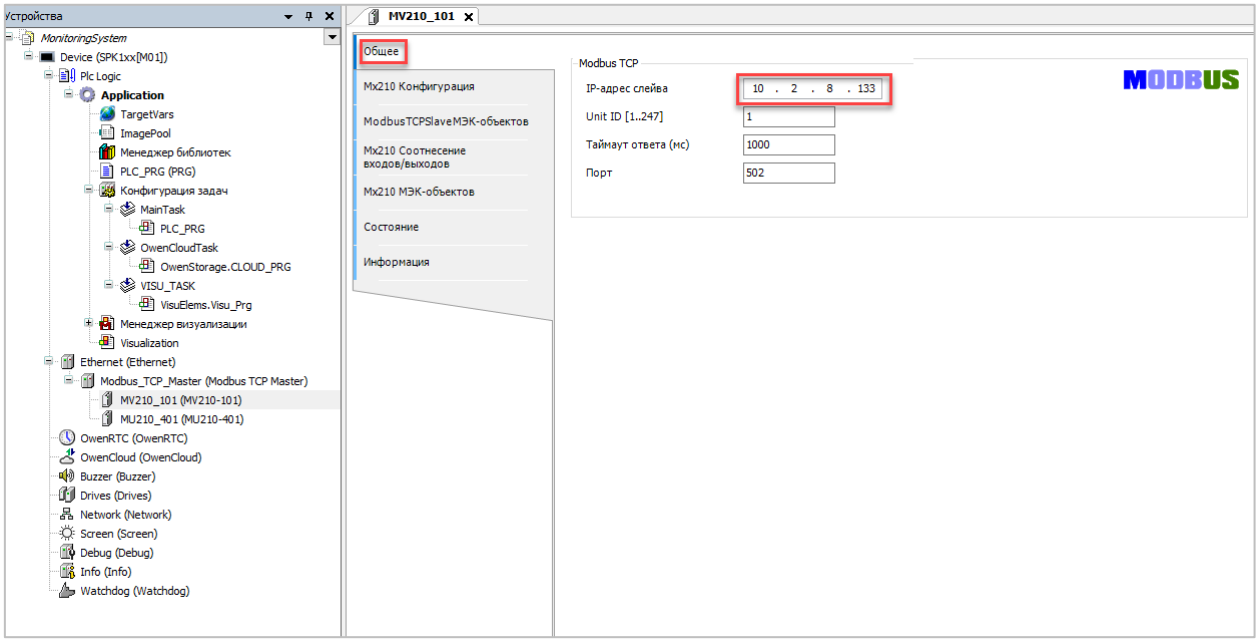

Рисунок 6.4.13 – Указание IP-адреса модуля MB210-101
- если вы эмулируете модули и при этом используете реальный контроллер – то укажите в обоих шаблонах IP-адрес сетевого интерфейса ПК, к которому подключен контроллер. Именно этот вариант показан на рис. 6.4.13 (**10.2.8.133** – это адрес сетевого интерфейса ПК; у вас он будет своим);